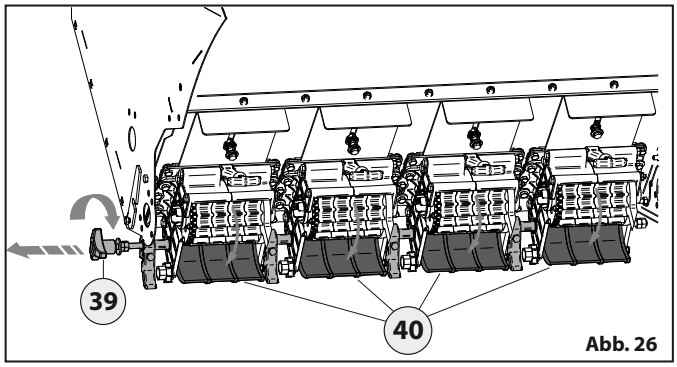

Abb. 26
- Den Drehknopf **39** zum Öffnen der Taster **40** ziehen und drehen „Abb. 26“.